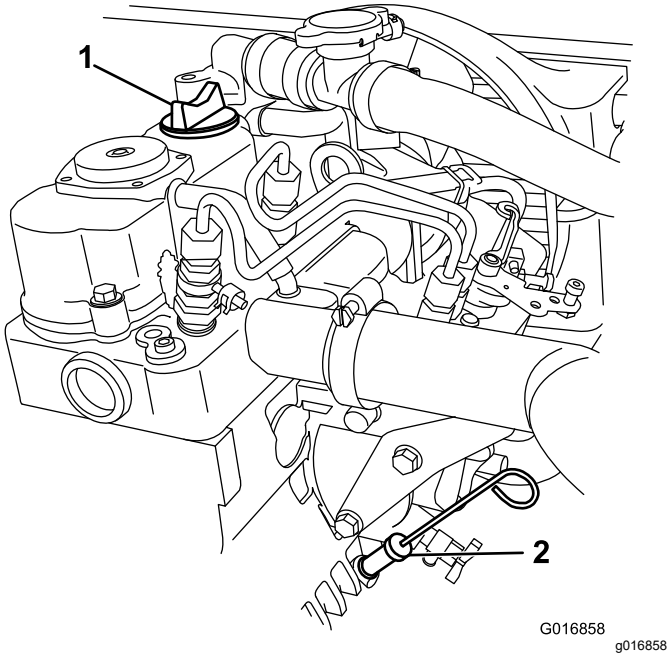

Figuur 19
3. Maak de omgeving van de oliepeilstok (Figuur 19) schoon met een vod zodat vuil niet in de opening van de peilstok kan vallen en de motor beschadigen.
5. Schuif de peilstok helemaal in de vulbuis (Figuur 19).
6. Trek de peilstok eruit en controleer het oliepeil op het uiteinde (Figuur 19).
7. Steek de oliepeilstok helemaal in de opening (Figuur 19).